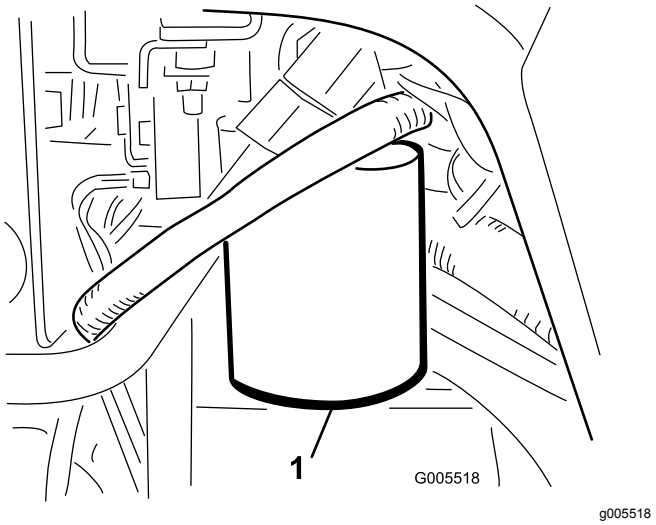

Figur 49
1. Rengör runt området där filtret monteras (Figur 49). Ställ ett avtappningskärl under filtret och ta bort filtret.